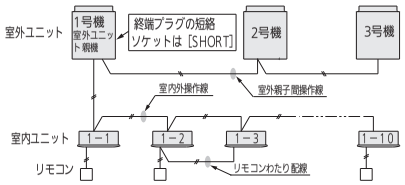

図11
- ●1冷媒系統の場合は、1か所の終端プラグを［SHORT］(出荷時のまま)にする。(S-LINKアダプターは［ON］にする)(図11)